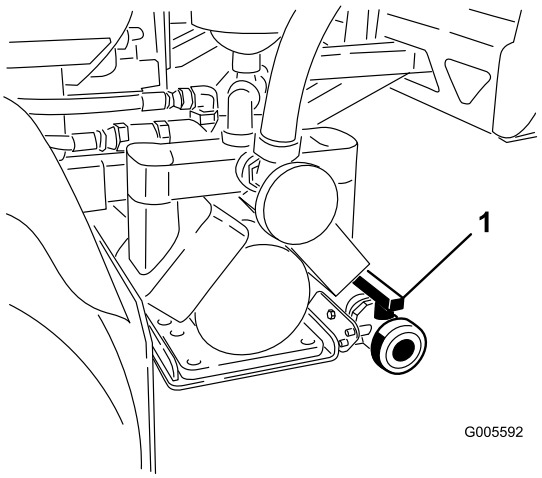

Figur 19
2. Leta reda på tanktömningsventilen på baksidan av maskinen (Figur 19). Ventilen sitter bakom pumpen och är fäst på stödfästet.